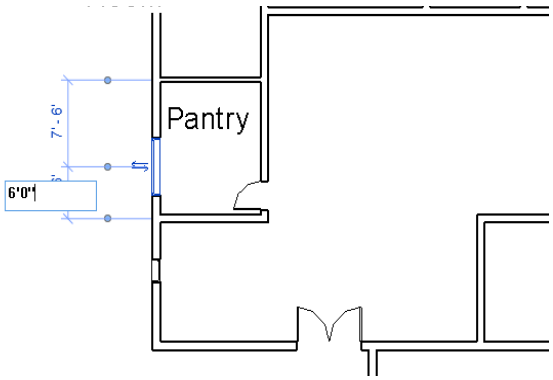
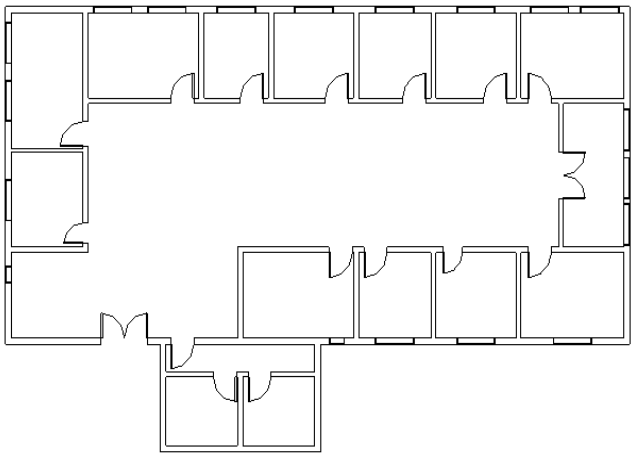

Figure 3-85 *Specifying the location of the bedroom window*
Figure 3-86 *Complete project plan with doors and windows*
12. Move the cursor near the exterior wall of the pantry and click to place the window, as shown in Figure 3-85. Press ESC twice to exit.
13. Now, select the added pantry window; the window gets highlighted in blue color and its controls are displayed. Click on the temporary dimension displayed at the bottom and enter **6'0"** for Imperial or **1800 mm** for Metric to specify the location of the pantry window, refer to Figure 3-85; the window is moved to the desired location. Similarly, add the windows of the same type to the walls of the other rooms and specify their respective locations based on the given sketch plan, refer to Figures 3-86.
This completes the tutorial of adding doors and windows to the *Building Envelope II* project. The Level 1 plan should look similar to the plan shown in Figure 3-86.
You can place doors and windows at nearby position, refer to Figure 3-86.